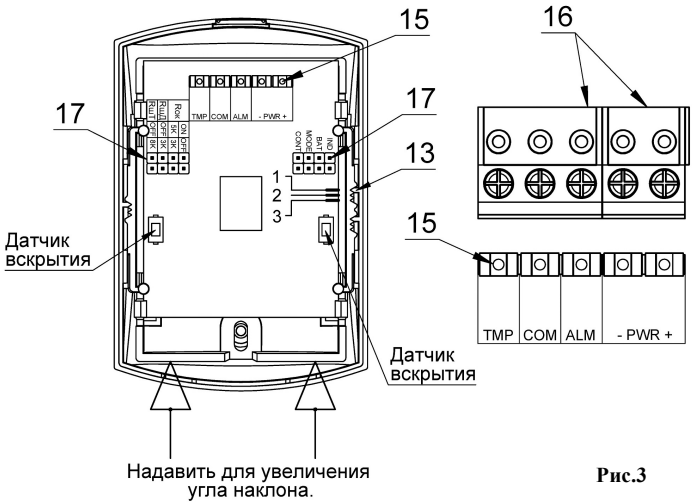

Рис.3
Для переустановки держателя в положения «2» и «3» необходимо с небольшим усилием сдвинуть держатель вверх относительно крышки (рис. 3). Внимание: держатель (4) и линзу (2) не изымать и не переворачивать.
Подсоединить колодку к плате (рис. 3). Установить извещатель на основание.